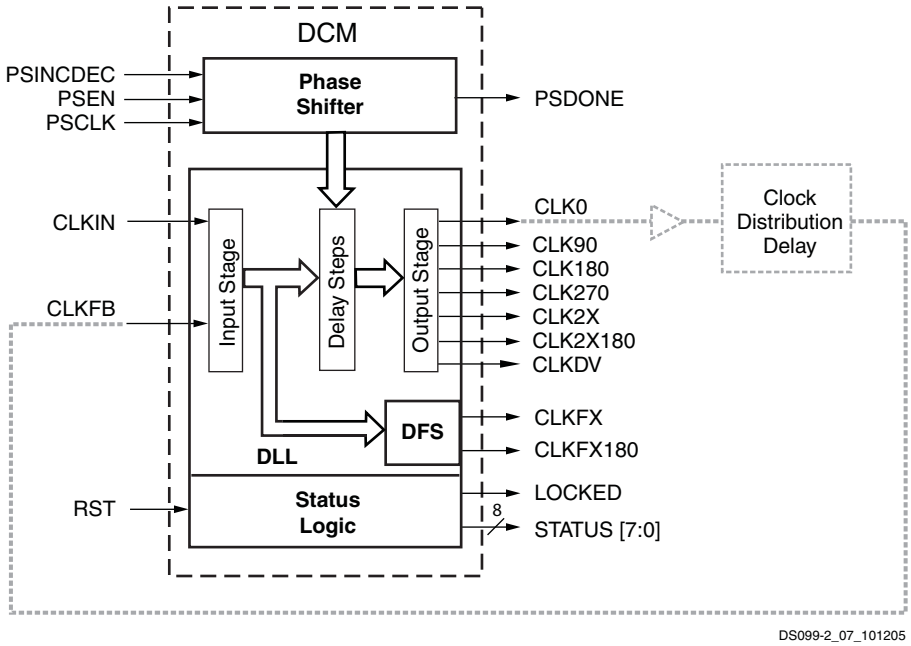

Figure 40: **DCM Functional Blocks and Associated Signals**
Although a single design primitive, the DCM consists of four interrelated functional units: the Delay-Locked Loop (DLL), the Digital Frequency Synthesizer (DFS), the Phase Shifter (PS), and the Status Logic. Each component has its associated signals, as shown in Figure 40.